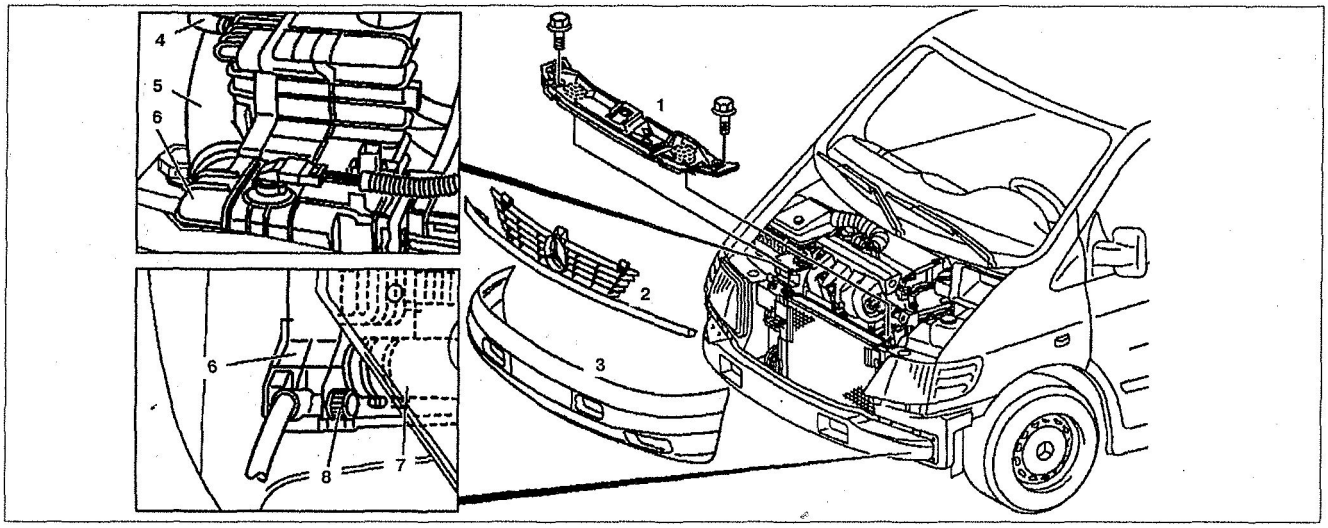

Рис. 2.99. Снятие радиатора: 1. Верхняя поперечная балка, **2.** Решетка радиатора, **3.** Бампер, **4, 5, 7.** Трубки охлаждающей жидкости, **6.** Радиатор, **8.** Сливной кран.
4. Снимите решетку радиатора **2** (см.рис.2.99).